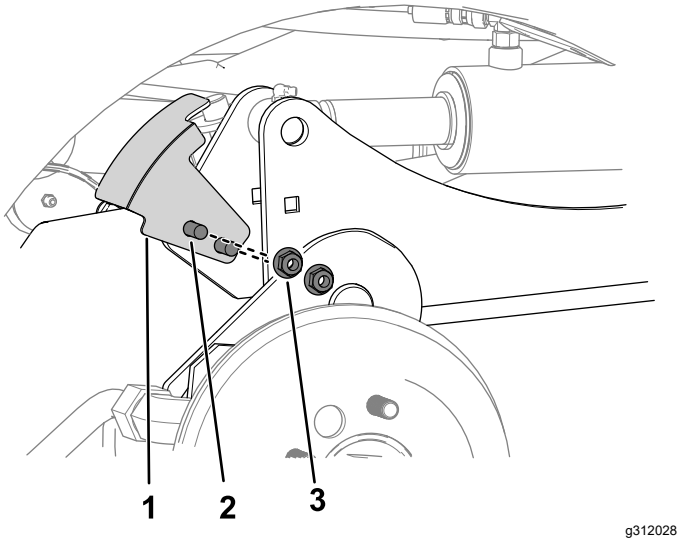

Figuur 8
5. Gebruik 2 slotbouten en 2 moeren (⅜") om de sensorbeugel aan de rechter hefarm te bevestigen (Figuur 8).